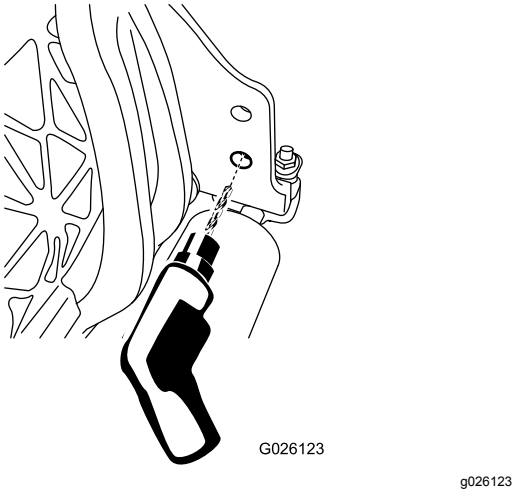

Figur 5
1. Gör det nedre hålet på klippenhetens högra sida större med hjälp av ett 9 mm-borrskär (Figur 5).